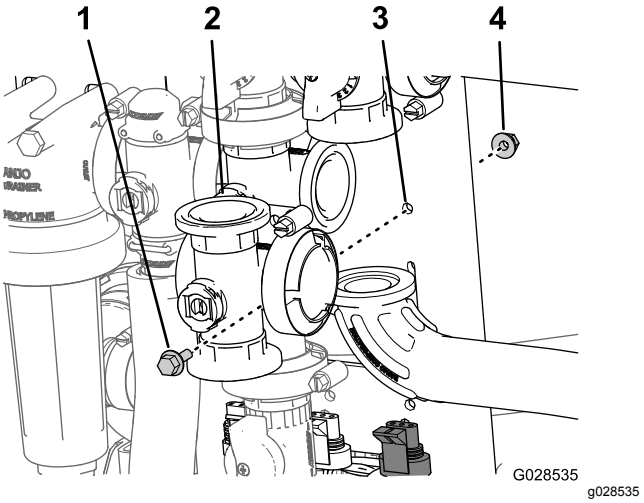

Figur 93
2. Ta bort flänsskruven och flänslåsmuttern som håller fast huvudsprutrampventilen vid ventilfästet, och avlägsna sedan ventilgrenröret från maskinen (Figur 93).